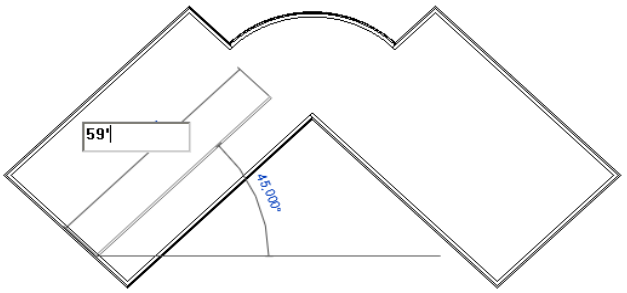

Figure 3-70 *Sketching the first interior wall of the Club project*
4. Move the cursor 45 degrees upward to the right. When a dashed line appears, enter the value **59'(17983 mm**), as shown in Figure 3-70 and then press ENTER.